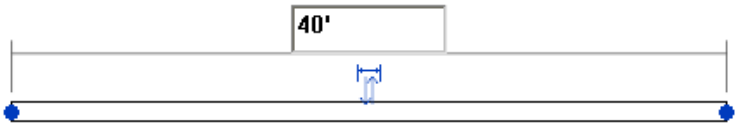

Figure 3-34 *Modifying the length of a wall segment using temporary dimensions*
2. Enter **40' (12192 mm)** in the edit box, as shown in Figure 3-34 and then press ENTER; the length of the wall is modified to 40'0"(12192 mm). Press ESC to exit the **Modify | Walls** tab.